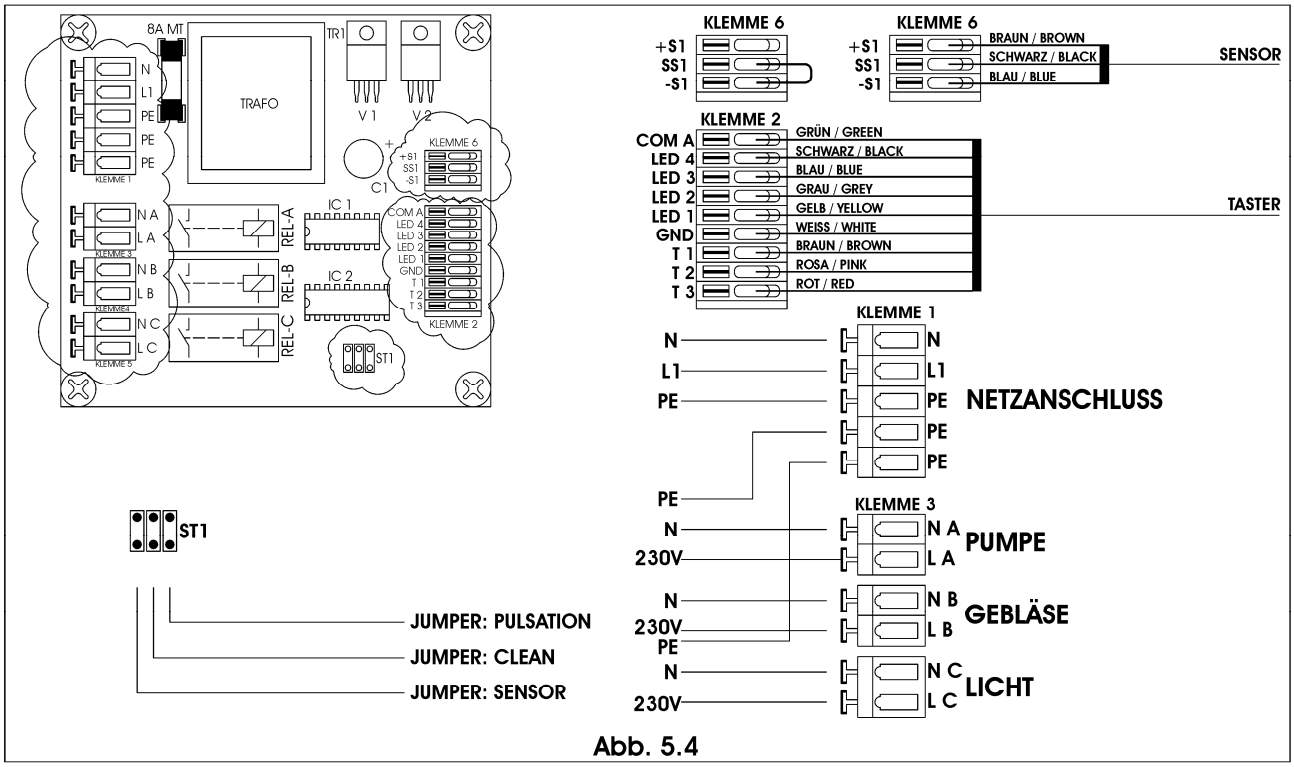

Abb. 5.4
5.1.4 Steuerung S2 - Pumpe + Gebläse + Licht (Abb. 5.4)